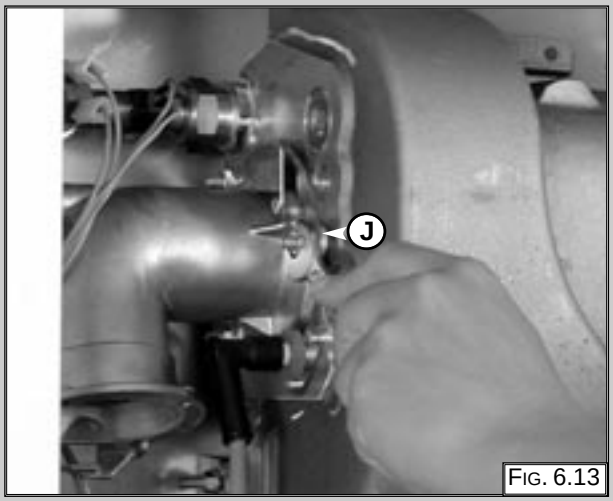

Fig. 6.13
2. Remove nuts “J” (Fig. 6.13);